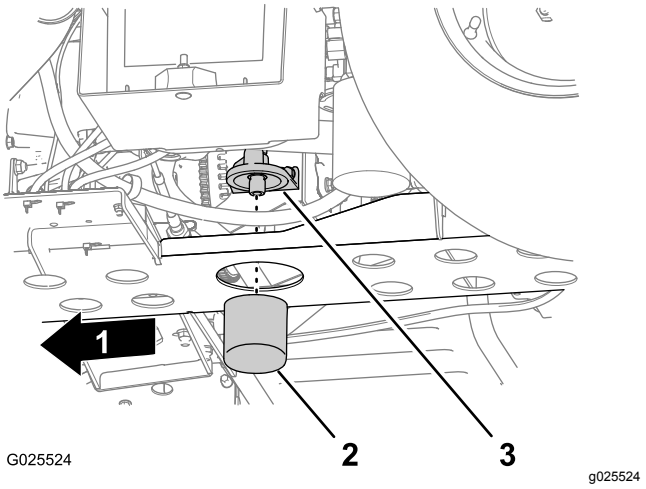

図 45
5. フィルタのアダプタからオイルフィルタを外す図 45。
6. フィルタのアダプタのシールのベース部分をきれいに拭く図 45。
8. ガスケットがシールベースに当たるまで手でフィルタを取り付け、そこから更に 1/2 - 2/3 回転増し締めする図 45。